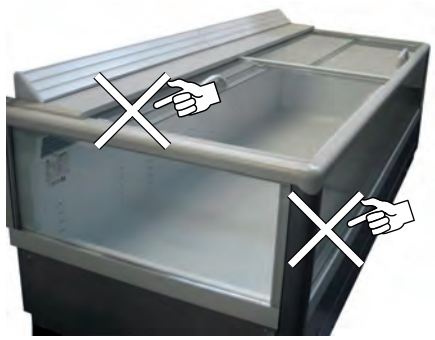

Fig. 12
- La merce non ostruisca il corretto flusso d'aria refrigerata ("Fig. 12").